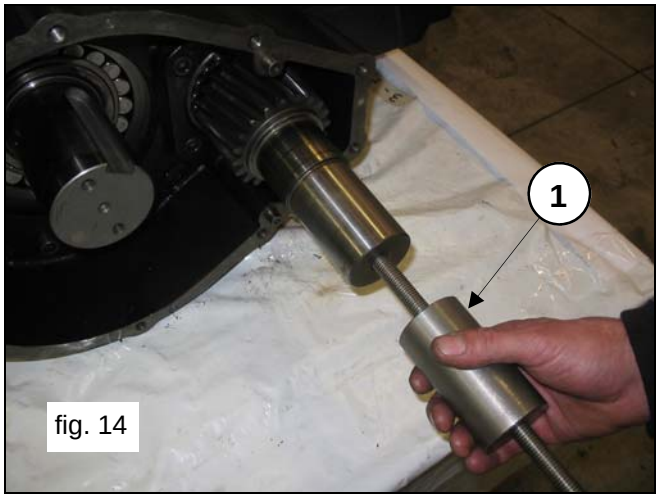

fig. 14
Remove the pinion by using a slide hammer applying it to the M14 hole (pos.①, fig.14).